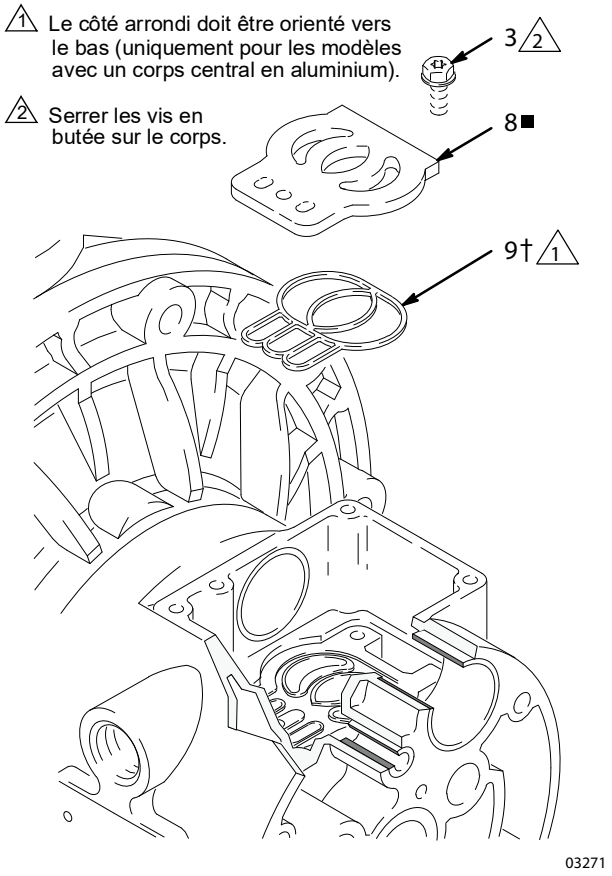

Fig. 10
5. Vérifier la plaque (8) de la vanne en place. Si elle est endommagée, utiliser un tournevis de type Torx (T20) ou une clé à douille de 7 mm (9/32 po.) pour déposer les trois vis (3). Enlever la plaque (8) de la vanne et (uniquement sur les modèles avec un corps central en aluminium) enlever le joint (9†). Voir FIG. 10.
2. Sur les modèles avec un corps central en aluminium, mettre le joint (9†) de la plaque de vanne dans la rainure au fond de la cavité de la vanne. Le côté arrondi du joint ***doit*** être tourné ***vers le bas*** dans la rainure. Voir FIG. 10.
3. Installer la plaque de vanne (8) dans la cavité. Sur les modèles avec un corps central en aluminium, la plaque est réversible, de sorte que chacun de ses côtés pour être vers le haut. Placer les trois vis (3) en utilisant un tournevis Torx (T20) ou une clé à douille de 7 mm (9/32 po.). Serrer jusqu'à ce que les vis butent sur le corps. Voir FIG. 10.